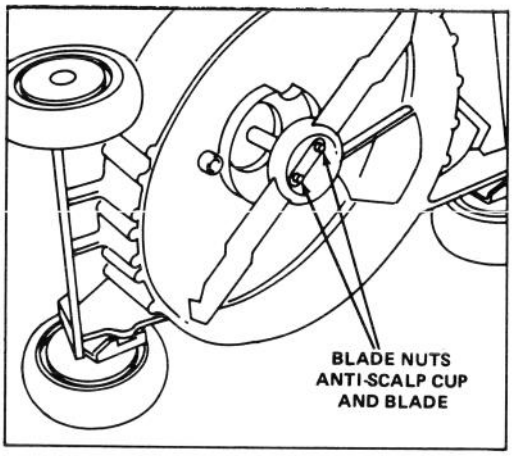

Figure 13
3. Tip mower on its right side (Fig. 13). Avoid rotating blade. Starting problems may result.
5. REMOVING BLADE — Grasp end of blade using a rag or thickly padded glove. Remove blade bolt and blade (Fig. 13).